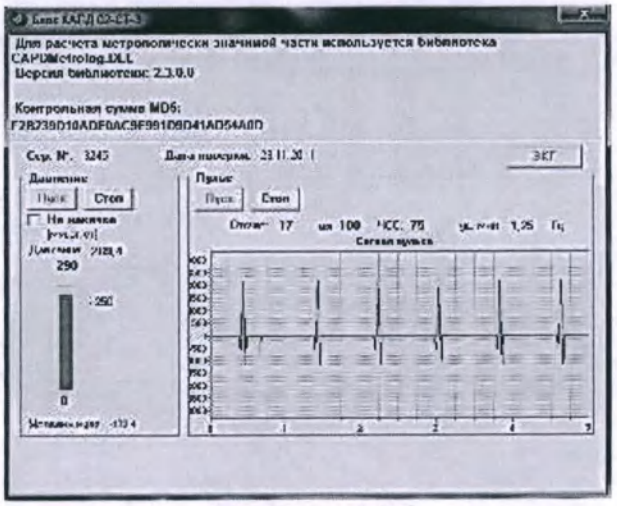

Рисунок 9.3
3.3.5.7.1.6 Нажимают кнопку «Пуск» в области окна «Пульс» программы (рисунок 9.3). На экране монитора отображается сигнал пульса, подаваемый с генератора ГФ-05РП. После накопления 100 отсчетов на экран монитора будет выведено среднее значение частоты пульса $ЧП_{ср.}$ (Гц). Частоту, подаваемую с генератора, контролируют с помощью частотомера.
3.3.5.8.4 Нажимают кнопку «Пуск», в области окна «Давление» (рисунок 9.3). По умолчанию в программе установлен тест проверки блока давления в режиме «травления». Для выбора теста проверки блока давления в режиме «накачки» установите галочку в поле «На накачке» (рисунок 9.3)